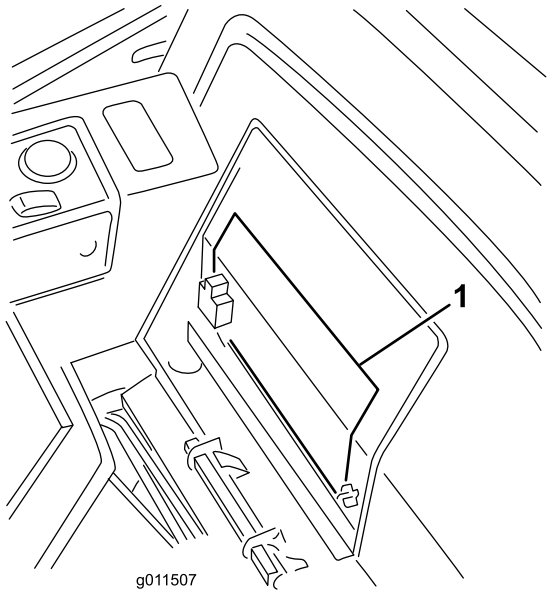

Figura 57
2. Retire la tapa de la batería (Figura 57).